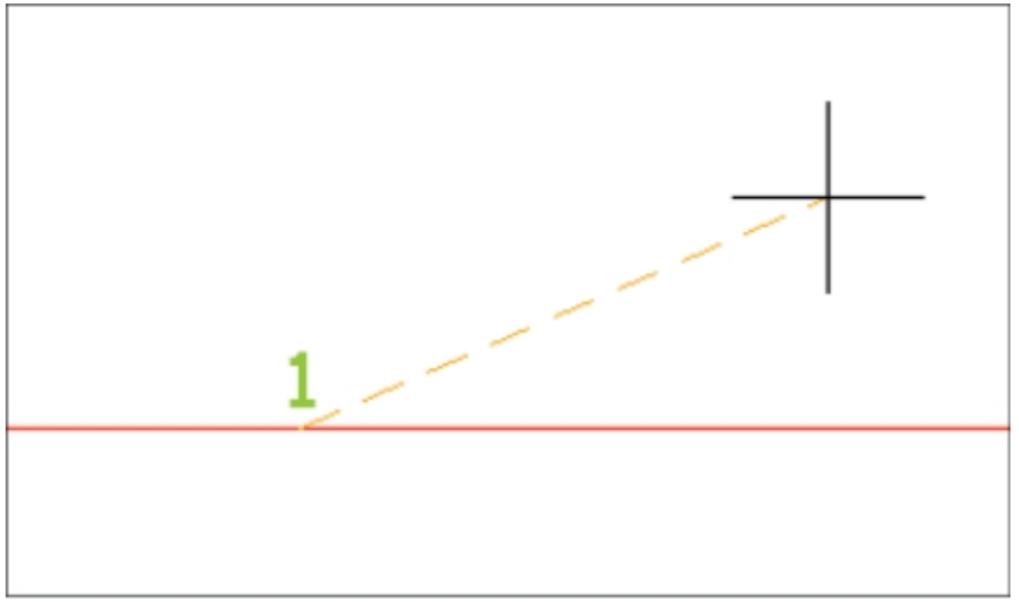

Figure-33. After selecting wire number
- Select desired wire number from the drawing. You will be prompted to specify the leader end point; refer to Figure-33.